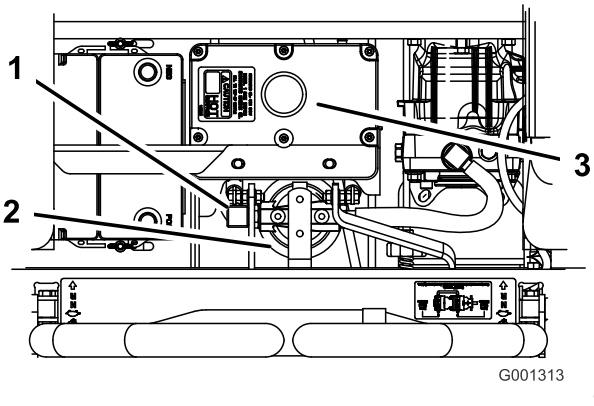

Figur 70
4. Fjern den højre hydraulikslang, der går ind i adapteren (Figur 70).
6. Monter højre hydraulikslange på adapteren (Figur 70).